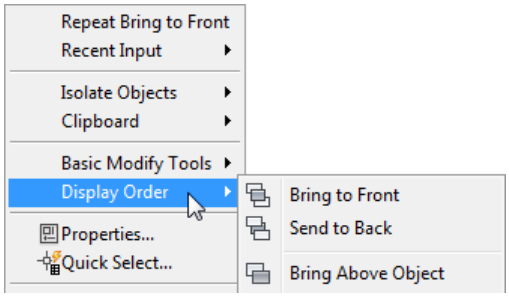

Figure 3-78 *Flyout showing the* ***Display Order*** *options*
6. Select the image and right-click; a shortcut menu is displayed. From the shortcut menu, choose the **Display Order** option; a flyout is displayed, as shown in Figure 3-78.